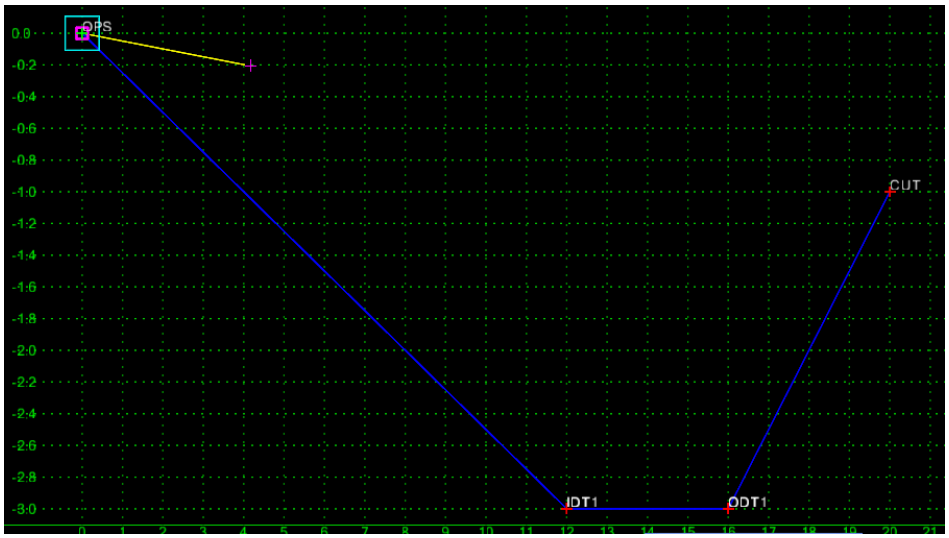

Figure L7-71 Create Template Grid
- Ensure the component begins at **OPS** and that a yellow dynamic line extends from **OPS** as shown in *Figure L7-71*.